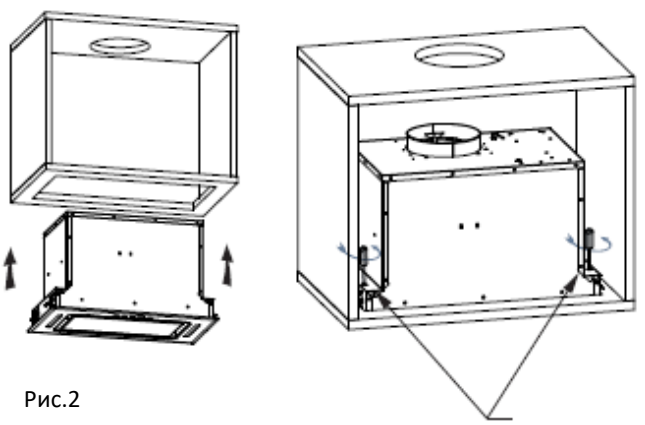

Рис.2
4. Установите вытяжку в шкаф, затяните винты отверткой и убедитесь, что вытяжка надежно закреплена. Рис. 2.